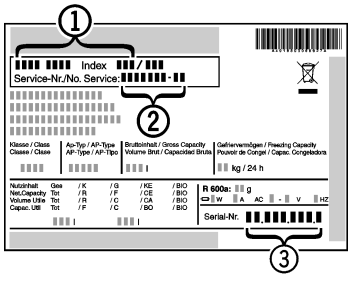

Fig. 15
- ▶ Označení přístroje *Fig. 15 (1)*, servisní číslo *Fig. 15 (2)* a sériové číslo *Fig. 15 (3)* naleznete na typovém štítku. Identifikační typový štítek je umístěn na levé vnitřní stěně přístroje.
▶ Informujte zákaznický servis a sdělte poruchu, označení přístroje *Fig. 15 (1)*, servisní číslo *Fig. 15 (2)* a sériové číslo *Fig. 15 (3)*.